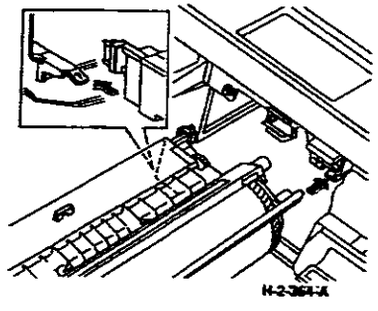

**Рисунок 4. Расположение копи-картриджа**
3. (Рисунок 4) Установите узел копи-картриджа, осторожно поместив его на направляющие.
4. (Рисунок 4) Снимите проволоку скоротрона.